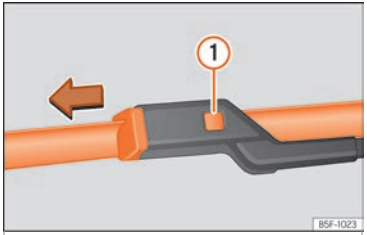

Fig. 41 Remplacement des balais d'essuie-glace.
- Maintenez la touche de déverrouillage ››› fig. 41 (1) enfoncée en tirant légèrement le balai dans le sens de la flèche.